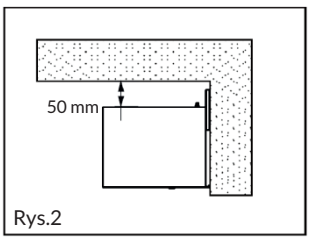

Rys.2
- Odległość pomiędzy sufitem, a górną częścią urządzenia musi wynosić min. 50mm. Rys. 2.